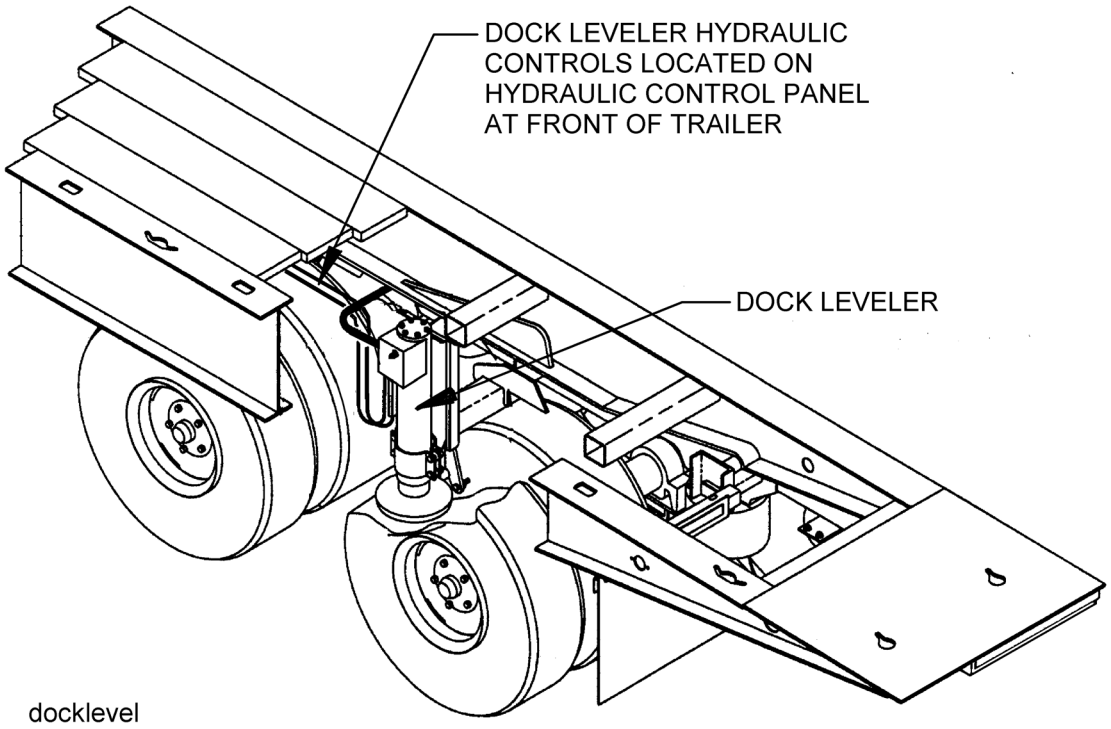

Figure 3-12: Dock Leveler Operation
3. If your semitrailer is equipped with optional dock leveler hydraulics, these may be used to level the rear of the semitrailer to a loading dock. The dock leveler pair is located at the rear of the trailer between the axles **(See Figure 3-12.)**